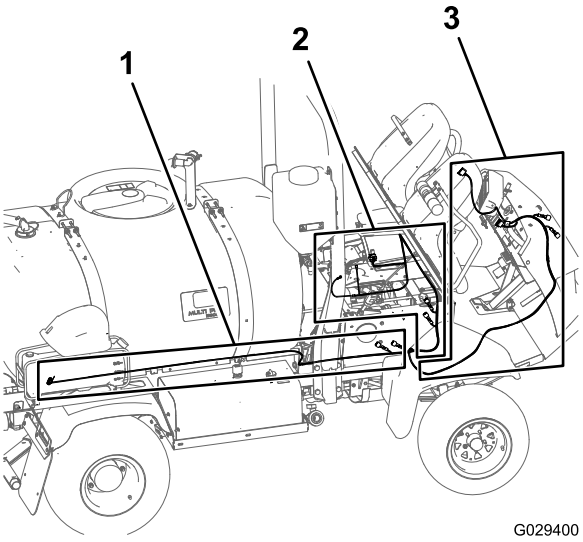
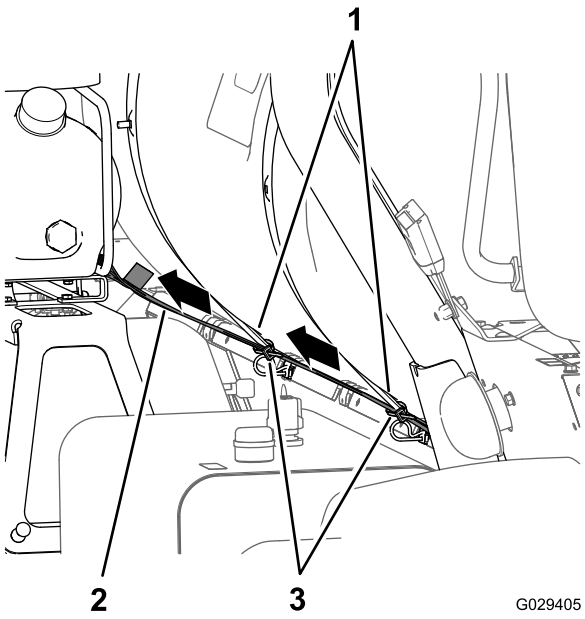

Figur 7
Figur 8
1. Leta upp kablagets 236 cm långa kompressordel med en kontakt med fyra uttag och dra kablagedelen bakåt längs spruttanken enligt Figur 7 och Figur 8.